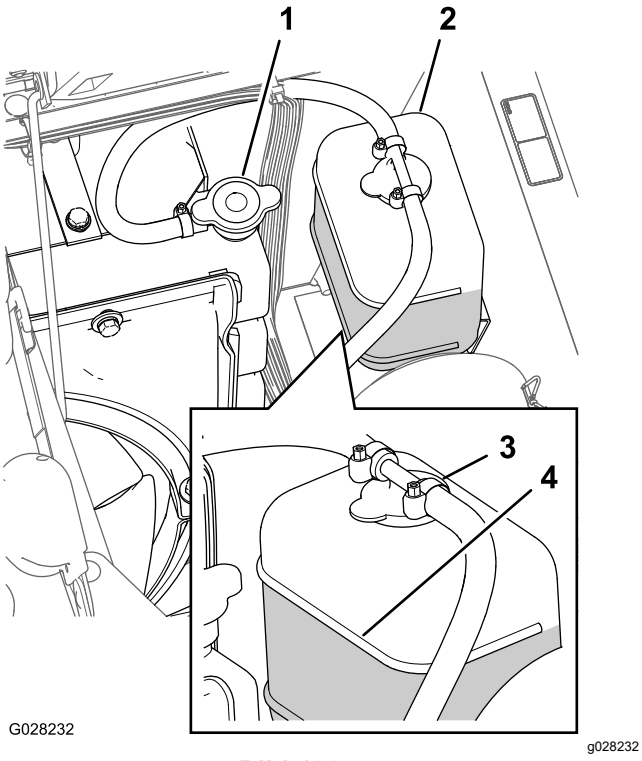

Bild 103
3. Schrauben Sie den Kühlerdeckel und den Deckel vom Ausdehnungsgefäß vorsichtig ab (Bild 103).
Hinweis: Der Kühler muss bis zur Oberkante des Füllstutzens, und das Ausdehnungsgefäß bis zur Voll-Markierung am Behälter gefüllt sein (Bild 103).
5. Wenn der Kühlmittelstand niedrig ist, nehmen Sie den Deckel des Ausdehnungsgefäßes und den Kühlerdeckel ab. Füllen Sie dann das Ausdehnungsgefäß bis zur VOLL-Markierung und den Kühler bis zur Oberkante des Einfüllstutzens (Bild 103).
6. Drehen Sie die Deckel wieder auf das Ausdehnungsgefäß und den Kühler auf (Bild 103).
2. Warten Sie, bis der Motor abgekühlt ist, und nehmen Sie dann den Kühlerdeckel ab (Bild 103).
6. Nehmen Sie den Kühlerdeckel ab (Bild 103).
8. Lassen Sie den Motor an, wenn der Deckel lose auf dem Kühler sitzt (Bild 103).
10. Wenn das Kühlmittel warm ist, füllen Sie Kühlmittel bis zur Dichtungsoberfläche des Deckels nach und drehen Sie den Deckel fest (Bild 103).
11. Nehmen Sie den Deckel des Ausdehnungsgefäßes ab und füllen Sie den Behälter bis zur Cold-Markierung mit Kühlmittel (Bild 103).